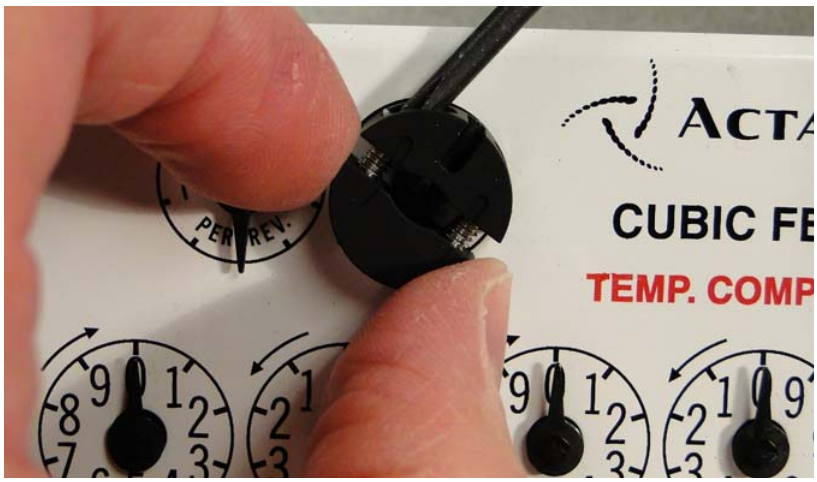

Figure 5 - 8. Thread Screws Into threaded Wheel Half
6. Insert the 0.030 inch thick spacer shim beneath the Front mount dial wheel as shown in Figure 5 - 9. Hold the dial wheel as shown. Tighten each screw a few turns at a time so that the two wheel halves remain parallel with each other. Tighten the screws to 1.2 ± 0.1 inch-lbs. Remove the spacer shim.